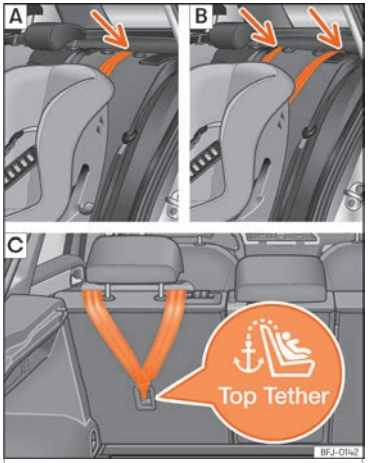
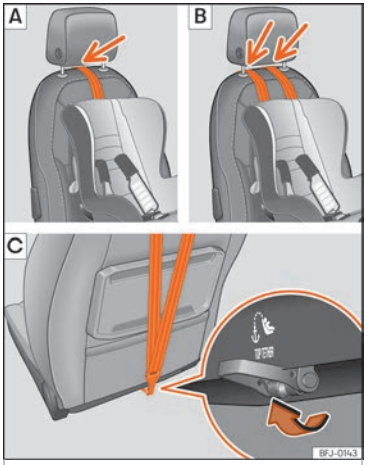

Fig. 39 Asientos laterales de la segunda fila: ajuste y montaje en función del cinturón Top Tether.
Fig. 40 Asiento del acompañante: ajuste y montaje en función del cinturón Top Tether.
Las anillas Top Tether están situadas en la zona posterior de los respaldos posteriores (tras el respaldo o la zona maletero) ››› fig. 39. En el caso del asiento del acompañante la anilla está ubicada debajo del respaldo del asiento ››› fig. 40.
- Coloque la correa por debajo del apoyacabezas ››› **fig. 39** A o B, ››› **fig. 40** A o B (en función de las instrucciones de la propia silla, levante o retire el apoyacabezas si fuera necesario).
- Deslice la correa y fíjela correctamente con el anclaje de la parte posterior del respaldo ››› **fig. 39** C, ››› **fig. 40** C.